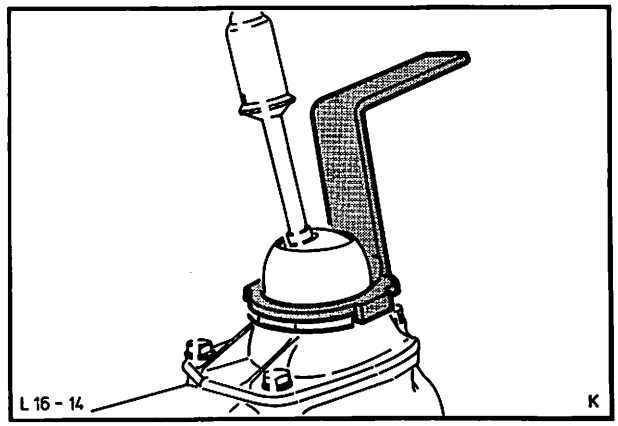

Abb. 20 Schalthebel vom Getriebe mit Spezialwerkzeug 16-013 abschrauben
3. Schalthebel vom Getriebe mit Spezialwerkzeug 16-013 abschrauben und herausnehmen. Abb. 20.